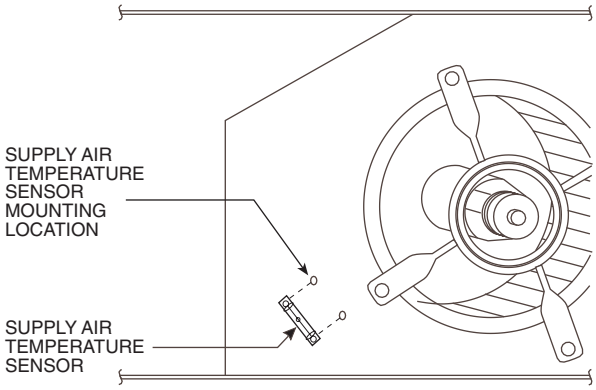

**Fig. 39 — Supply Air Sensor Placement**
12. Mount the supply air temperature sensor to the lower left portion of the indoor blower housing with the two (2) screws provided (see Fig. 39). Connect the violet and pink wires to the corresponding connections on the supply air temperature sensor. Replace the indoor fan motor access panel.